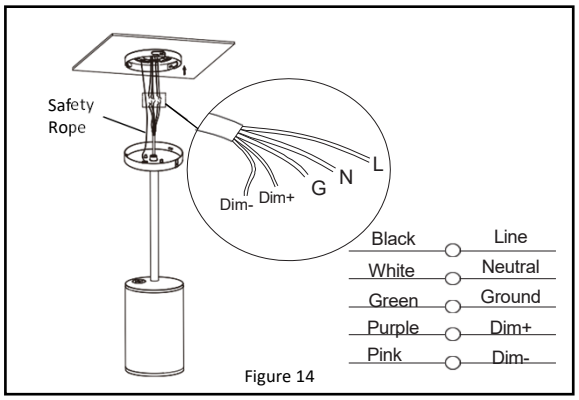

Figure 14
6. Make wiring connections according to ***Figure 14.***